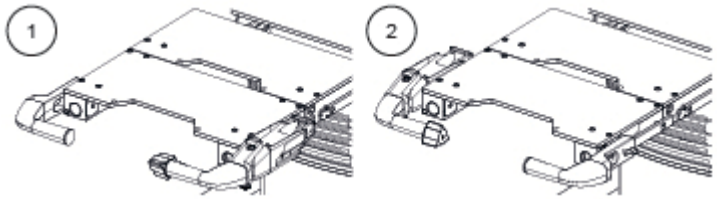

Figura 6-4. Orientamenti del trasferimento motorizzato
1. La maniglia di trasferimento motorizzata viene inserita sul lato destro (1) o sinistro (2) del tavolo operatorio, sui binari per accessori o sui binari della prolunga. Vedere *Figura 6-4*.